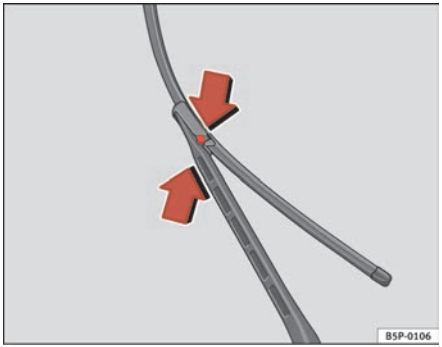

Fig. 163 Changing the front wiper blades
– Push the side buttons, free the blade and pull in the direction of the arrow ⇒ fig. 163.